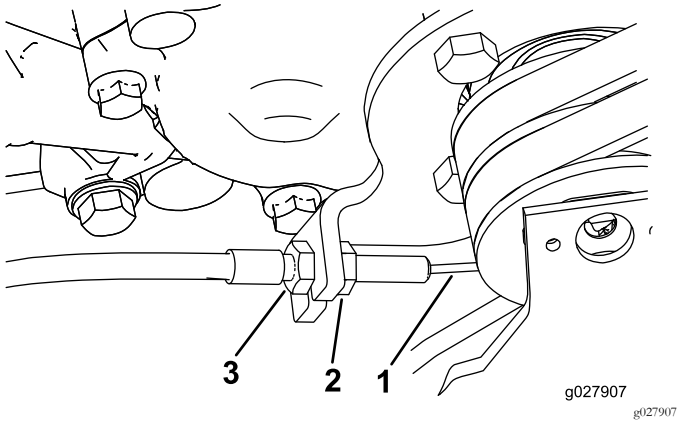

**Figur 43**
3. Kabelspændingen øges ved at løsne kablets forreste kontramøtrik og spænde kablets bageste kontramøtrik (Figur 43), indtil der kræves en kraft på 2,75 til 3,25 kg for at aktivere traktionskontrollen.